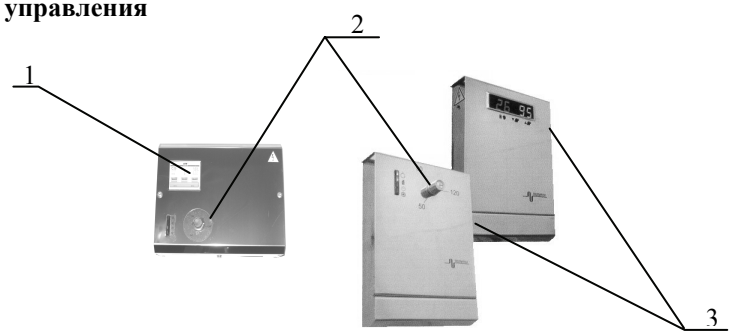

Рис. 3 ПУА и ПА Рис. 4 ПЦ
Включить автоматический выключатель (1) (рис.3). При этом загорится индикация «СЕТЬ».